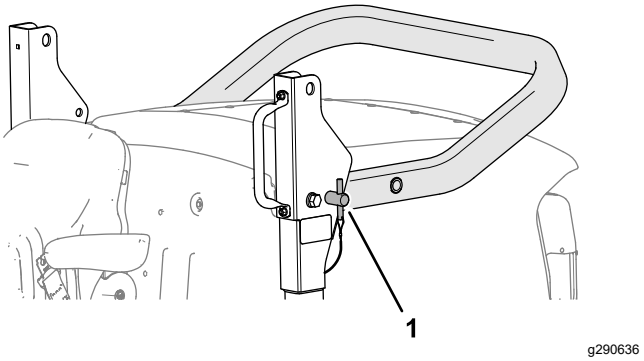

Figur 28
2. Fjern veltebøyleboltene fra svingbrakettene (Figur 28).